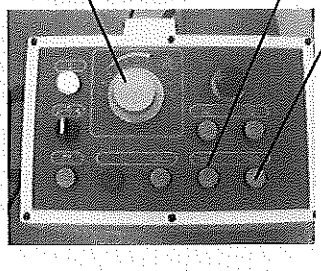

Fig.21
A). The hydraulic system on this machine consists of a hydraulic cylinder, which is operated by a needle valve. The saw frame is to be automatically raised up by the hydraulic movement, and as this is done, oil passes to the underside of the piston. The restricted flow is regulated by the feed rate control knob and governs the speed the saw frame lowers If turn the valve (D) (fig 21) clockwise, the descending speed of the saw frame will decrease If turn the valve counterclockwise, the descending speed of the saw frame will increase. Bottom (E) is for Hydraulic Vise Clamp. Push bottom (E) will clamp the work object. Bottom (G) is for Hydraulic Vise Release. Push bottom (G)will release the working object.